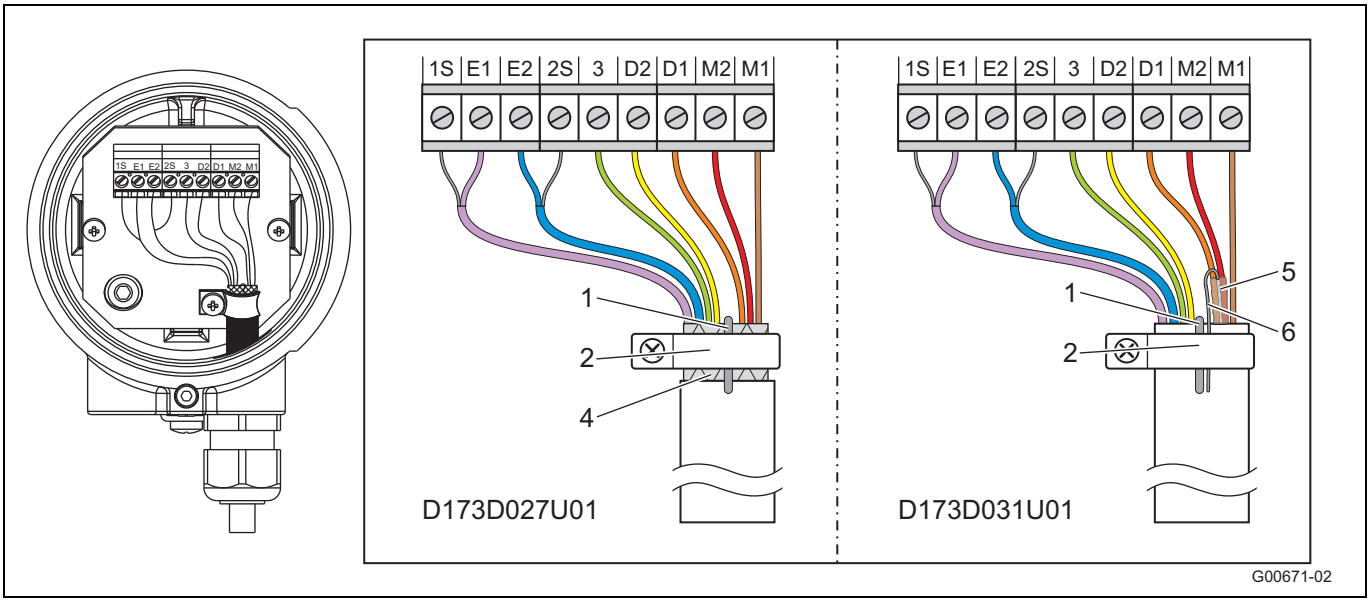

Abb. 33
- Alle anderen Adern wie in Abb. 33 dargestellt anschließen.